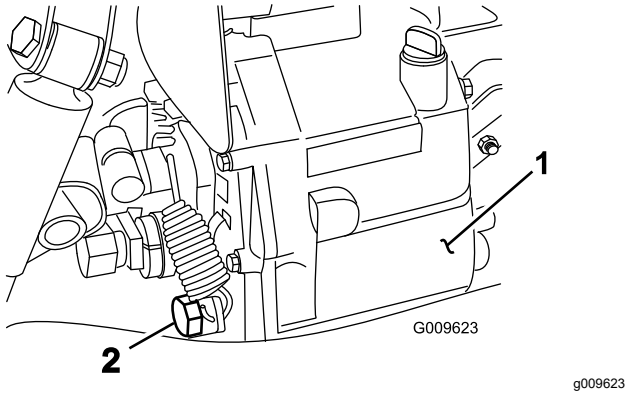

Figuur 70
2. Verwijder de aftapplug uit de zijkant van het reservoir en laat de hydraulische vloeistof in een opvangbak lopen (Figuur 70).